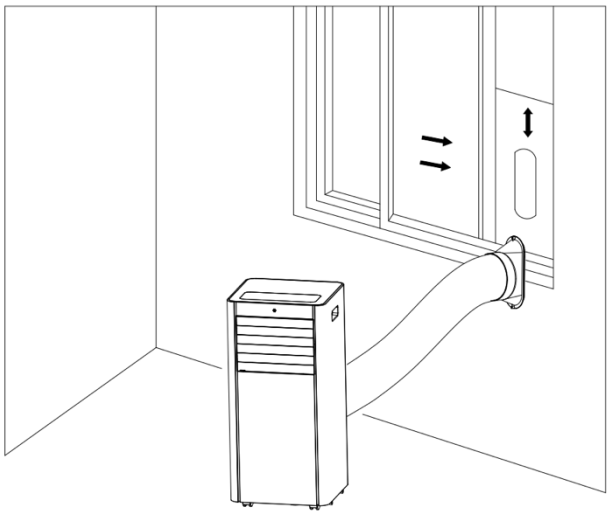
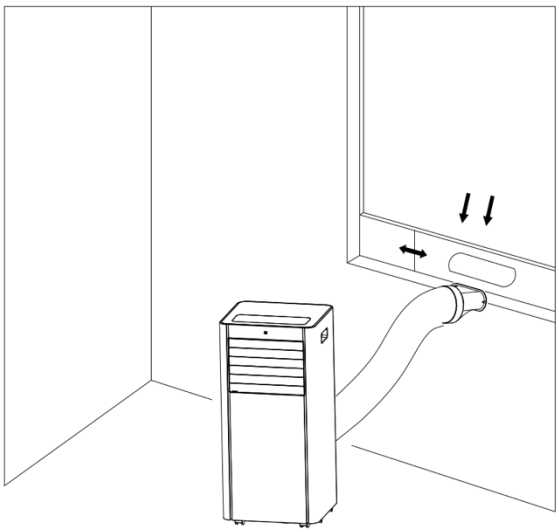

Figure 5
Figure 6
3. Elongate the exhaust pipe and snap the flat end of the exhaust pipe joints into the hole of the window sealing plate assembly (as shown in Fig.5 and Fig.6).